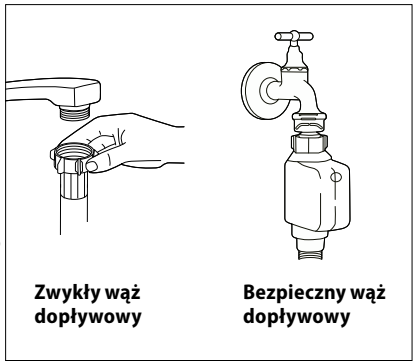

Rys. 17
4. Podłącz węża dopływowego do dopływu zimnej wody, jak pokazano na Rys. 17.
- Węża dopływowego podłącz do kurka wodociągowego z gwintem 3/4" (Rys. 17). Uważaj, aby wąż dopływowy nie był zgięty, ściśnięty lub spleciony.